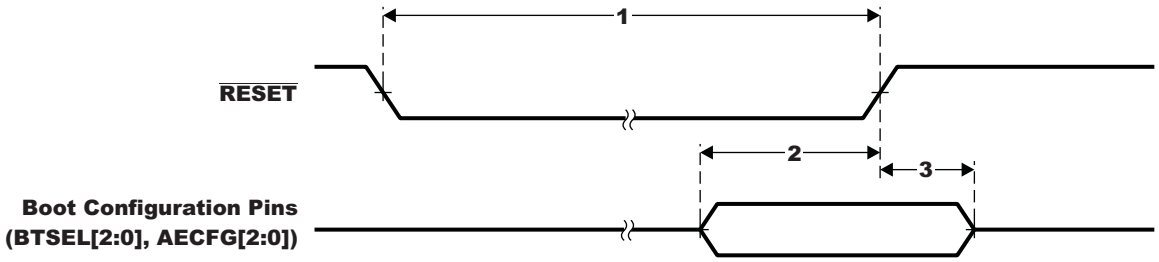

Figure 6-4. Reset Timing
Table 6-2. Timing Requirements for Reset (1) (2) (3) (see Figure 6-4)